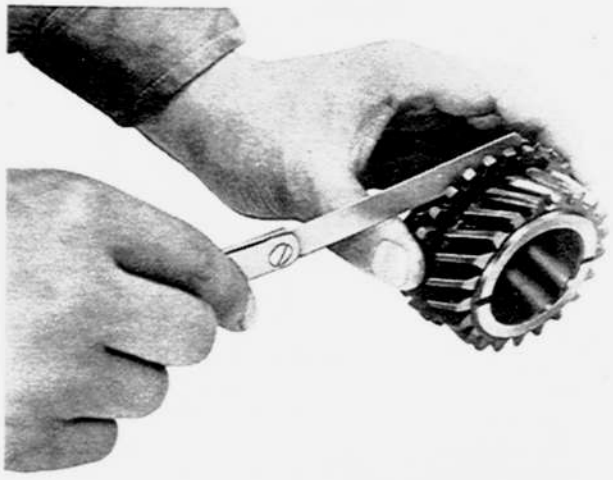

Fig. 7A–7 Checking of synchronizer ring
2. Inspect the synchronizer ring for wear. To check the wear of the synchronizer ring, fit the synchronizer ring evenly to the gear cone and measure the clearance between the side faces of the synchronizer ring and the gear with a feeler gauge, as shown in Fig. 7A–7. If it is less than **0.8 mm (0.032 in)**, replace the synchronizer ring or gear. The standard clearance is 1.5 mm (0.060 in).